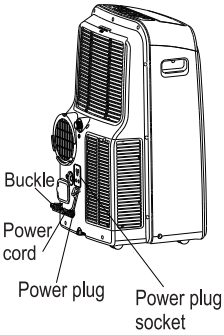

Fig.25
-Stop the appliance and unplug it, wrapped the cord and bundle it with the tape (Fig.25). Remove the batteries from the remote controller.